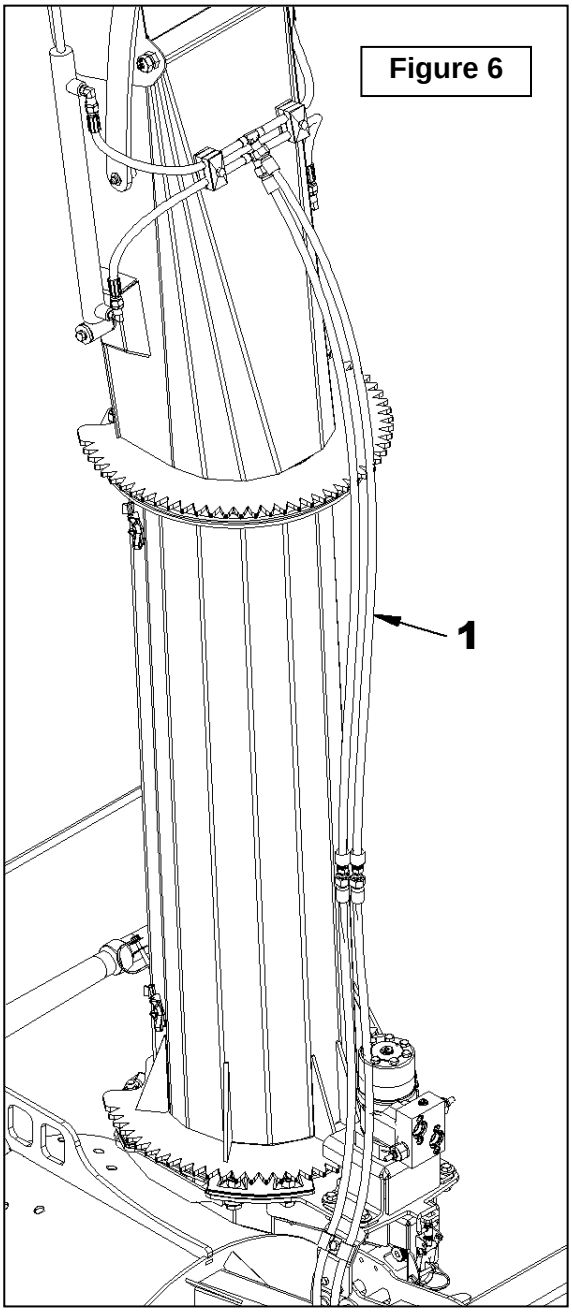

Figure 6
3. **Figure 6:** Connect the new hoses (item 1) to those previously disconnected from the chute.